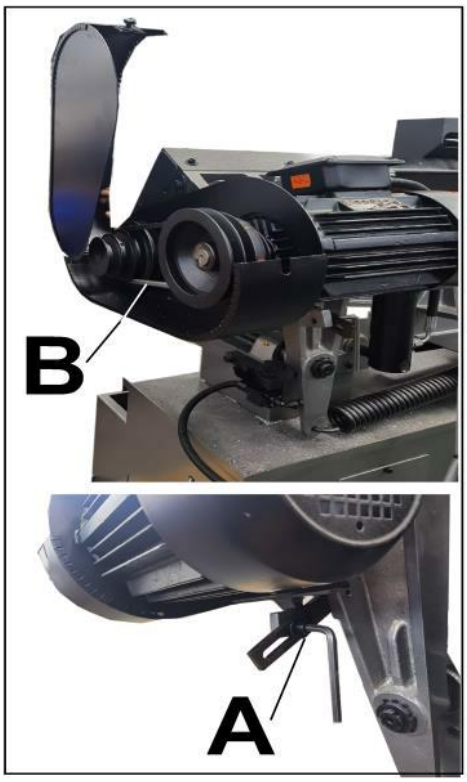

Рис.5
Ослабьте натяжение ремня, повернув стопорный винт натяжения (A, Рис.5) против часовой стрелки и наклонив поворотный кронштейн двигателя вперед.
Переместите ремень (B, Рис.5) в нужные канавки на шкивах, затем отрегулируйте натяжение ремня, потянув двигатель назад до достижения требуемого уровня натяжения, после чего затяните стопорный винт (A).